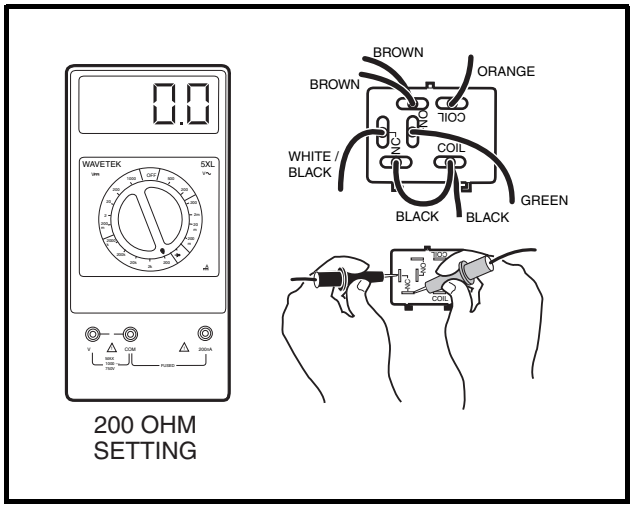

Figure 11-43 Engine Kill Circuit Relay Test
4. Disconnect the white/black wire and the black wire from the normally closed (NC) relay terminals. Cover the wire terminal ends with tape to prevent electrical contact **(Figure 11-43, Page 11-40)**.
6. Using a multimeter set to 200 ohms, place the two probes onto the two normally closed (NC) terminals on the relay **(Figure 11-43, Page 11-40)**. With the key switch in the OFF position, the reading should show continuity. Insert the key and turn the key switch to the ON position. The reading should be no continuity. If either reading is incorrect, replace the relay.